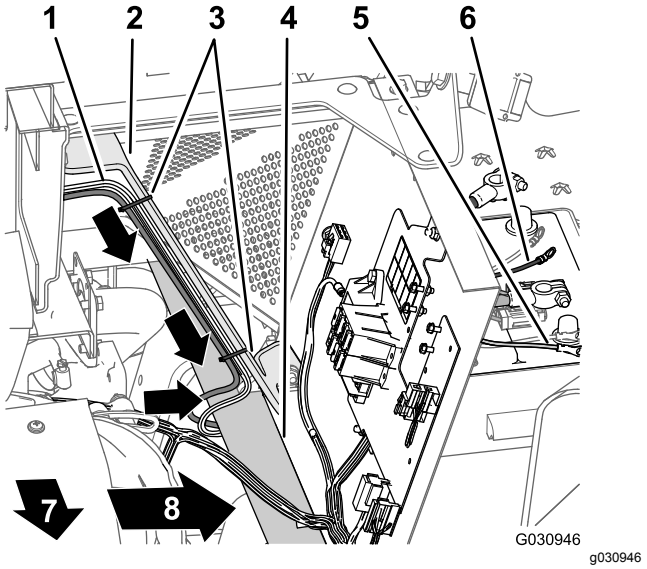

Figur 116
3. Før 108 cm (42½") afgreningen af ledningsnettet ned langs venstre støtte til motorskjoldet og under venstre stelrør (Figur 116).
4. Før 50 A-sikringen og plus- og minusringklemmen på 108 cm (42½") afgreningen af ledningsnettet til toppen af batteriet (Figur 116).